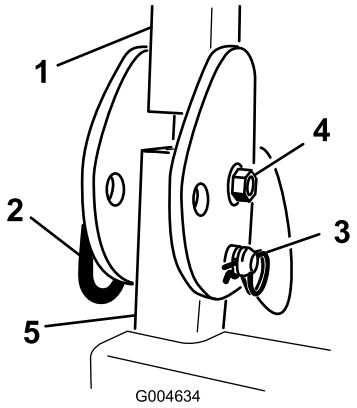

Figur 4
1. Ta bort hårnålssprintarna och de två tapparna från störtbågen (Figur 4).
2. Fäll upp störtbågen till upprätt läge, montera de två tapparna och säkra dem med hårnålssprintarna (Figur 4).